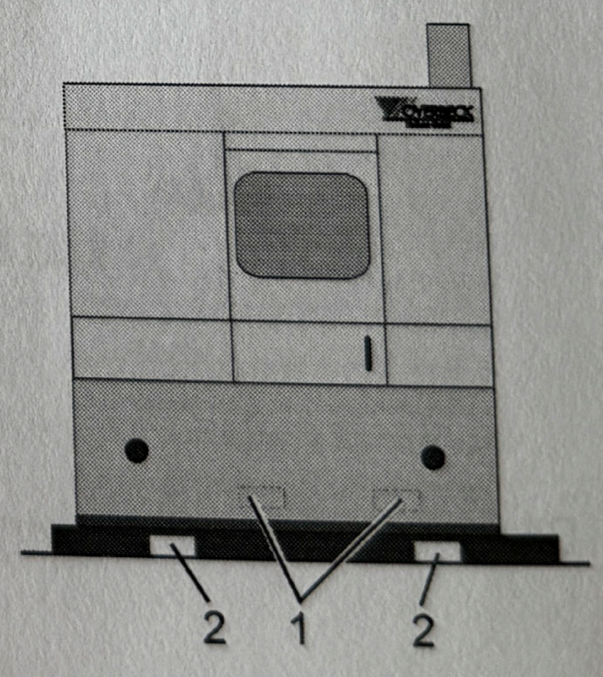

Bild 2.2: Transport mit einem Gabelstapler
– Wenn Sie die Maschine auf der Palette transportieren möchten, fahren Sie den Gabelstapler bitte an den vorgesehenen Ausbuchtungen unter die Palette (Bild 2.2, Pos. 2).
– Wenn Sie die Maschine von der Palette heben wollen, fahren Sie die Gabeln des Gabelstaplers in die vorgesehenen Stellen (Bild 2.2, Pos.1) im Grundgestell.